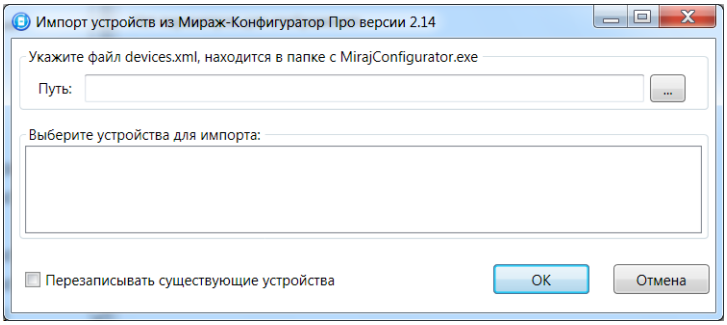

Рис. 11.5. Окно *Импорт устройств*
2. В открывшемся окне *Импорт устройств* (рис. 11.5) нажмите кнопку ...